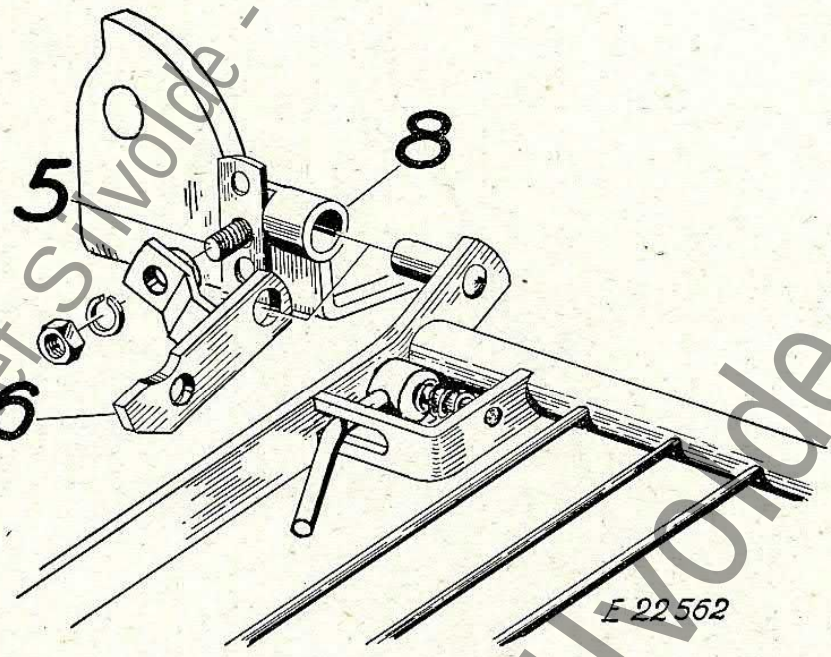

Bild 29.
10. Scharnier am inneren Schuh entfernen und statt dessen den Halter (6, Bild 29) für Rost anschrauben.